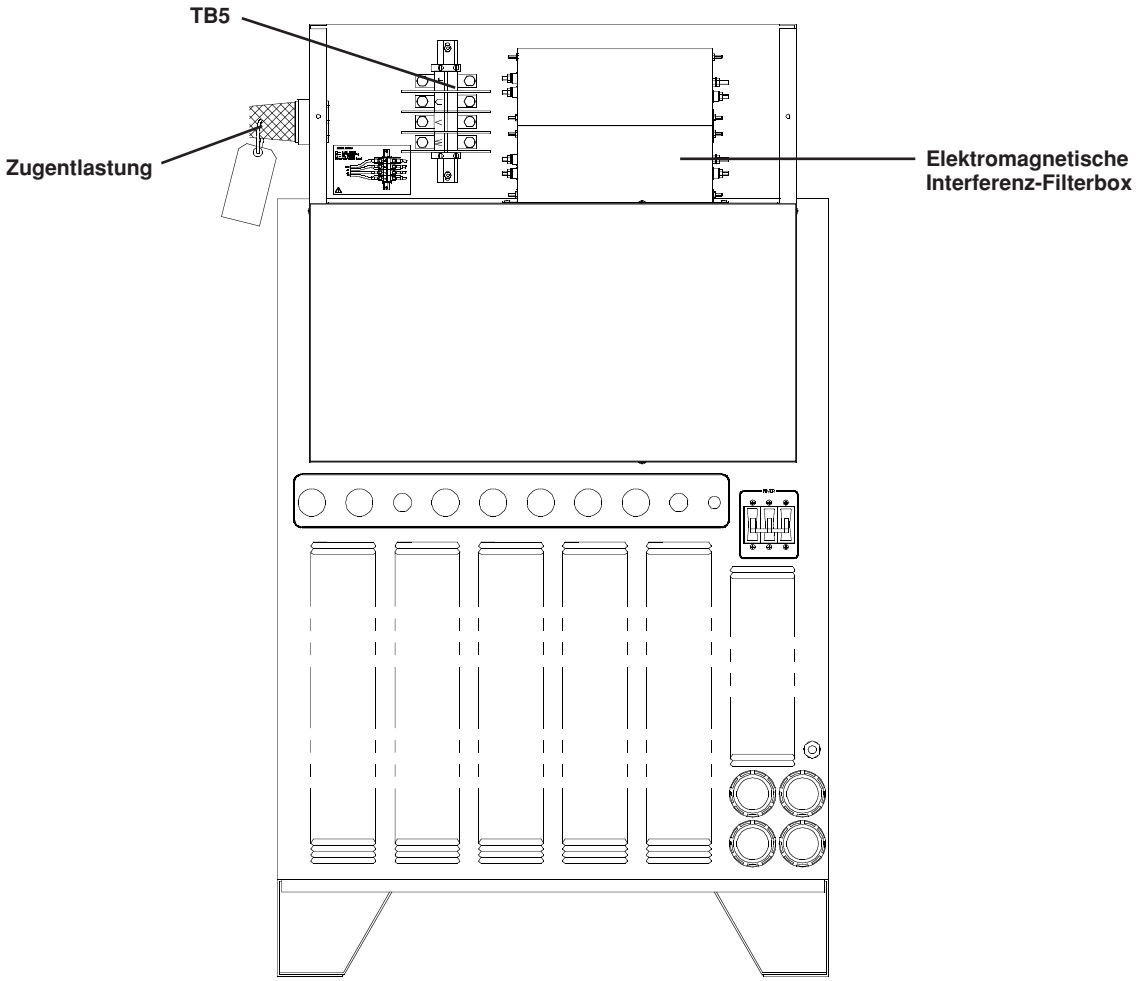

Abbildung c-2 Stromquelle HT4001 mit abgenommener Abdeckung des elektromagnetischen Interferenz-Filters
2. Die sieben Schrauben zur Sicherung der Filterabdeckung lösen und diese abnehmen, damit die Netzspannungs-Anschlüsse an TB5 (Abb. c-2) erreichbar sind.
3. Netzkabel durch die Zugentlastung einführen (Abb. c-2).